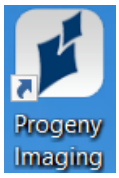

Figure 19. The Progeny Imaging desktop shortcut.
- Start the Progeny Imaging program by double-clicking on the “Progeny Imaging” shortcut on the desktop. There may be a slight delay before it opens. Refer to Figure 19 below.